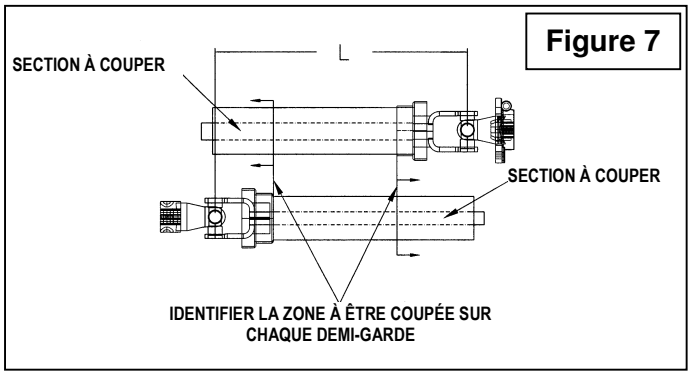

Figure 7
3. Placer les deux demi arbres l'un à côté de l'autre et trouver la longueur **"L"** entre les deux centre en centre des joints universels. Identifier la zone à être couper sur chaque demi-garde tel qu'illustré à la Figure 7.